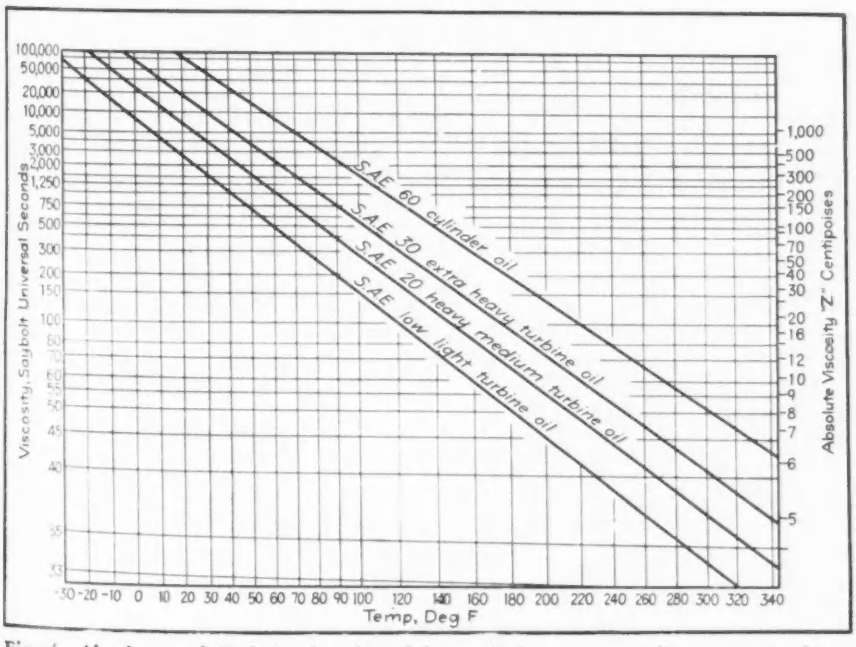

Fig. 4—Absolute and Saybolt viscosity of four oils for a range of temperature from —30 to 350 deg. F.
A. Rate of oil flow, gpm = (22).
C. Oil viscosity. For high speed equipment this should be a light oil of about 150 SSU at 100 F, or for a geared unit, heavy medium grade with about 280 SSU at 100 F. Fig. 4 gives the oil viscosities for popular grades.